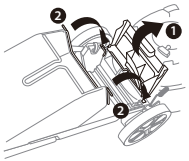

Fig.10
2. Soulevez le couvercle d'éjection arrière (1, Fig 10)
3. Fixez le bac de ramassage d'herbe en insérant les crochets de son châssis dans les fentes à l'arrière de la tondeuse (2, Fig.10).